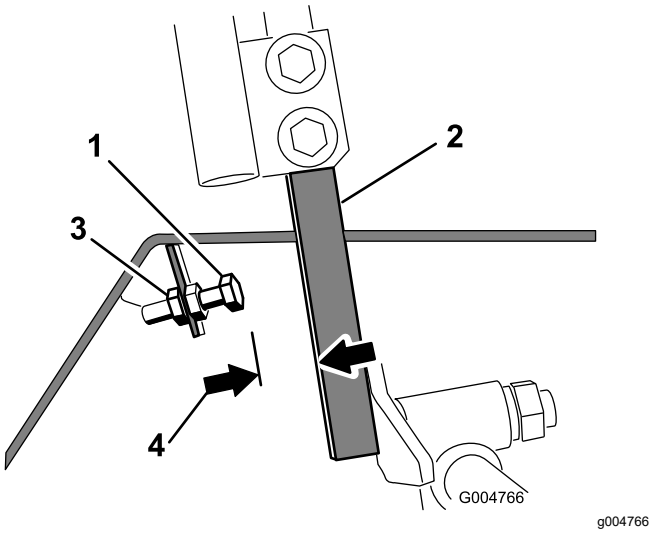

Figuur 92
4. Draai de contramoer op de aanslagbout voor een rijhendel los (Figuur 92).